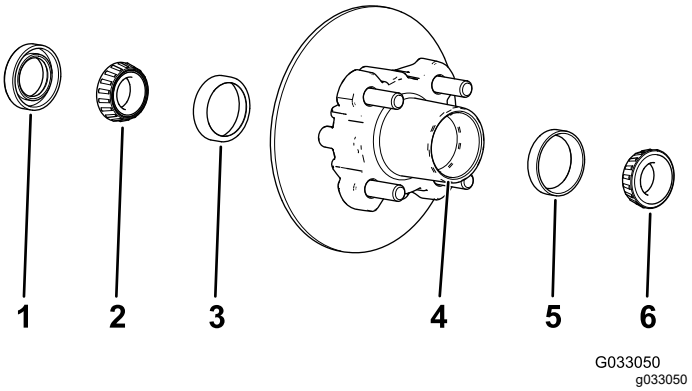

Figur 32
1. Fjern det utvendige lageret og kulesetet fra navet (Figur 32).
2. Fjern tetningen og det innvendige lageret fra navet (Figur 32).
5. Ren navets hulrom for fett, smuss og andre rester (Figur 32).
7. Fyll navets hulro 50–80 % fullt med spesifisert smørefett (Figur 32).
8. Monter det innvendige lageret på den innvendige siden av navet, og monter tetningen (Figur 32).